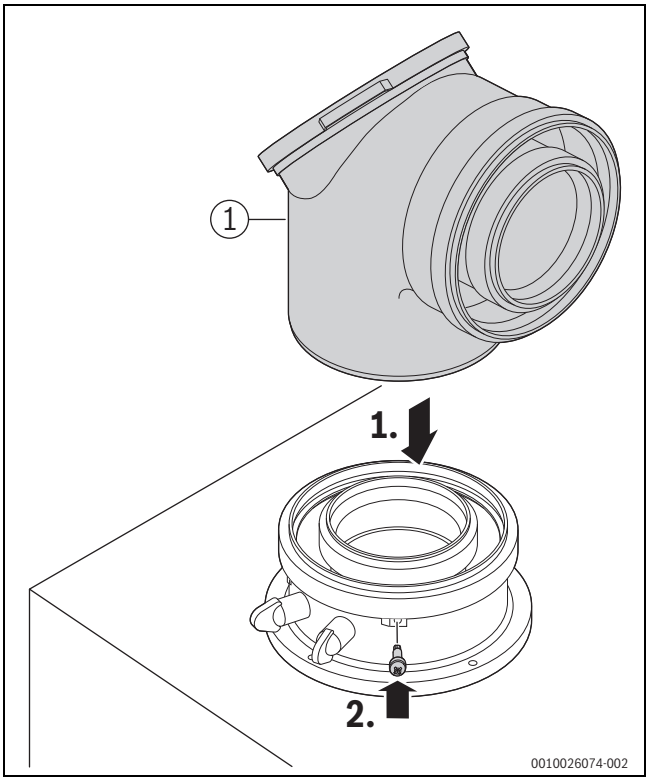

Rys. 71 Wkładanie osprzętu spalinowego i zabezpieczanie go śrubą
- Podłączanie osprzętu spalinowego (→ rys. 71, [1]). Przestrzegać instrukcji montażu osprzętu spalinowego.